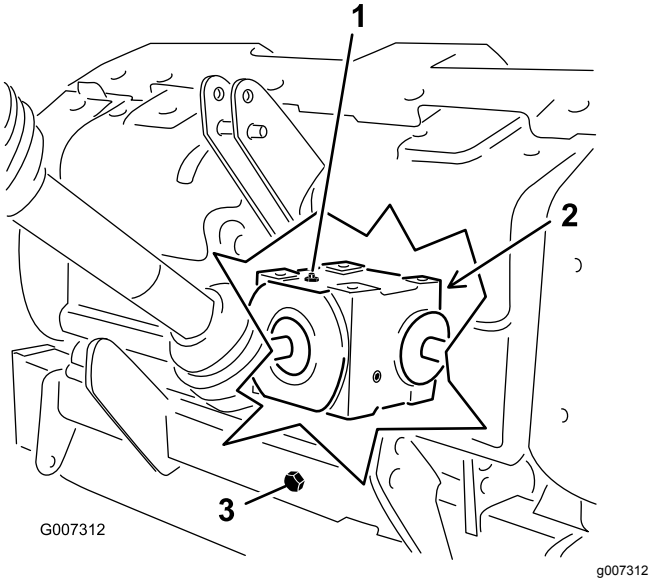

Figur 31
2. Tag kontrolproppen af gearkassen (Figur 31).
3. Sørg for, at oliestanden når op til bunden af kontrolprophullet i gearkassen (Figur 31).
1. Fjern snavs fra påfyldningsproppen og aftapningsdækslet for at undgå kontaminering (Figur 31).